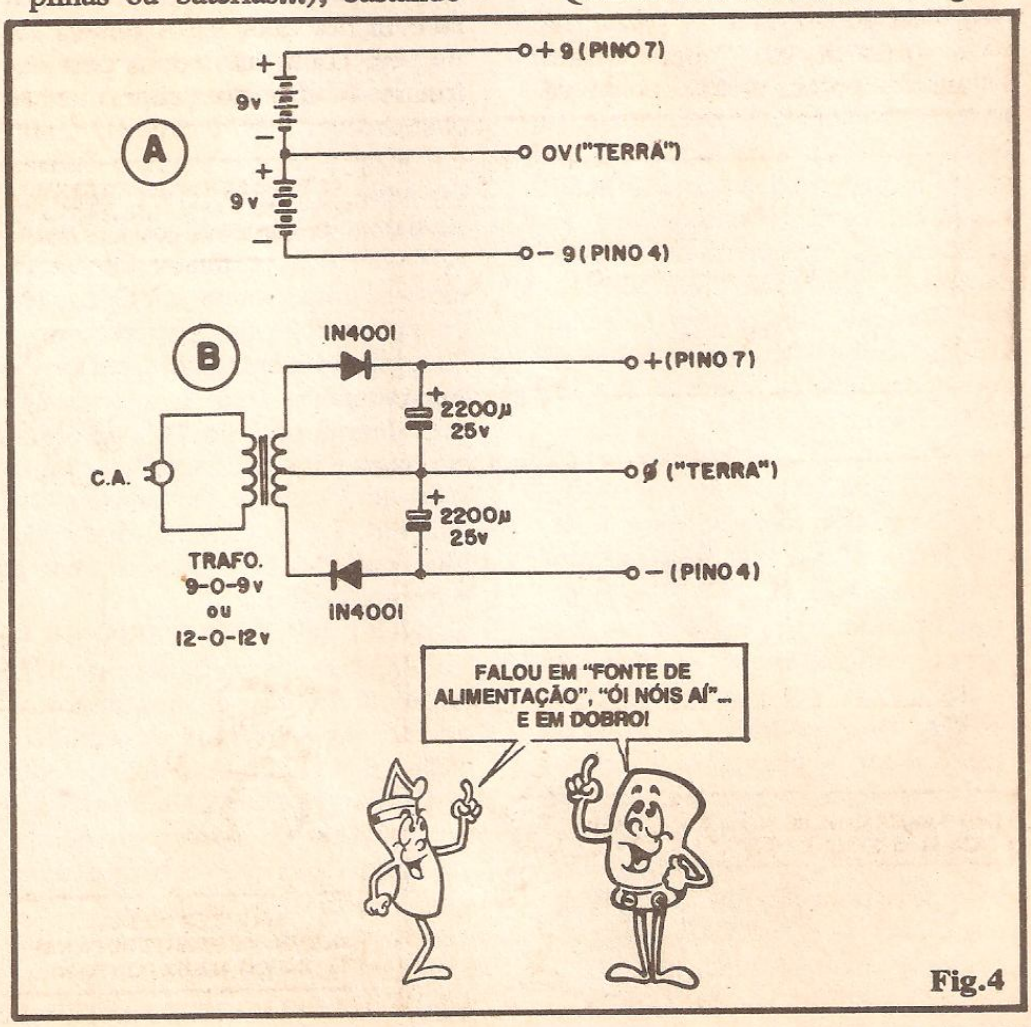

Fig.4
- FIG. 4 - ORGANIZAÇÕES TÍPICAS PARA A ALIMENTAÇÃO - Conforme já falamos, tipicamente a alimentação de um Amplificador Operacional deve ser "dupla" e "simétrica" ("gêmea", com polaridades opostas...). Essa "divisão" (**split**) da fonte se deve à frequente necessidade de um "zero central" para referencial principalmente da Tensão de saída... Na fig. 4-A vemos então um arranjo típico para alimentação com pilhas ou baterias (o consumo intrínseco de Corrente de um 741 fica na faixa de 1 ou 2 mA - salvo a Corrente "puxada" pela carga - o que o torna ideal para energização por pilhas ou baterias...), bastando - por exemplo - "amontoar" dois "tijolinho" de 9V cada, para obter os convenientes +9/0/-9V. Também não é difícil promover-se a alimentação do 741 a partir de uma fonte ligada à C.A. domiciliar (110/220V), estruturando a "coisa" conforme sugere (na sua configuração mais elementar...) a fig. 4-B: um transformador cujo **secundário** de baixa Tensão apresente um "zero central" (9-0-9 ou 12-0-12...) dá certinho! Com a ajuda de diodos e eletrolíticos individuais (para cada lado da "divisão" da fonte...), teremos o +V/0/-V que o 741 "gosta", sem problemas... Notem o seguinte, quanto à tal "simetria" da fonte: embora em algumas aplicações menos críticas não haja a necessidade das Tensões de alimentação serem perfeitamente **simétricas** (exatos **mais nove** de um lado, e exatos **menos nove** do outro, por exemplo...), para preservar a mais absoluta linearidade das manifestações de saída do Amp.Op. convém que a característica "gêmea" das Tensões seja mantida... Quando isso for nítida e obrigato-